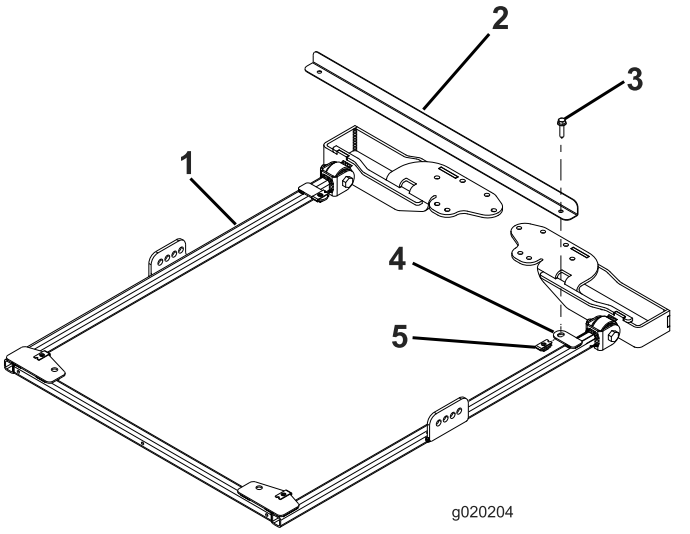

Bild 24
1. Zum richtigen Ausfluchten des Rahmens befestigen Sie die Rahmenausfluchtungsstange mit zwei Bundkopfschrauben (5/16" x 1¼") an den Befestigungsnasen hinten am Sonnendachrahmen, wie in Bild 24 abgebildet.